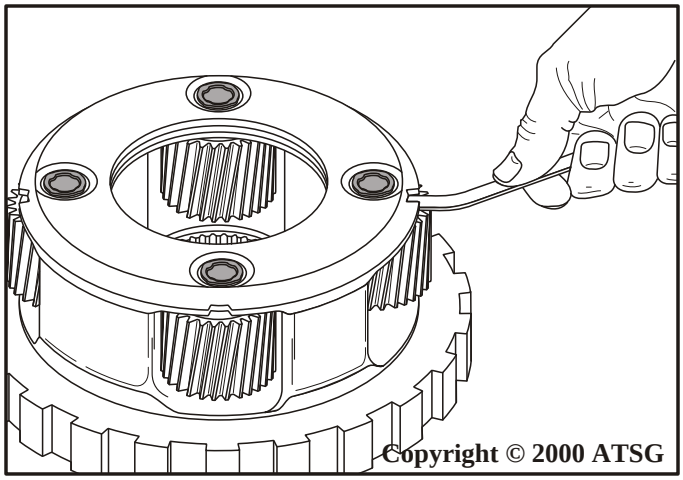

Figure 143
2. Check all 3 planetary carriers for proper pinion end play with a feeler gage (See Figure 143). ***Note: End play should be .020"-.030".***